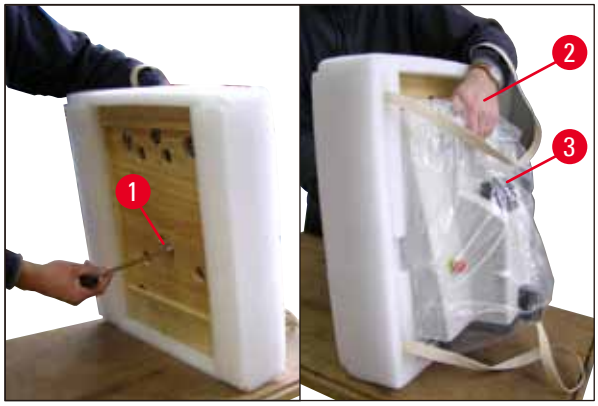

Fig. 5
- Incline o aparelho com a placa de base (→ Fig. 5) - segure-o com uma mão no recesso (→ Fig. 5-2) para a bandeja do tampão! NUNCA suspenda ou segure-o pela cabeça de corte (→ Fig. 5-3)! Solte o parafuso (→ Fig. 5-1) usando a chave Allen tamanho 8 fornecida e remova a placa da base.